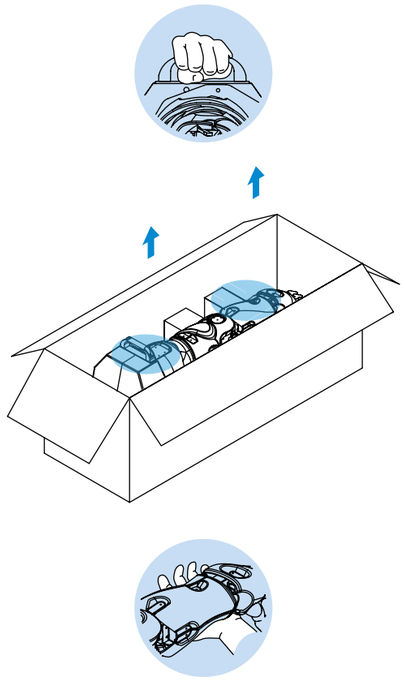

Рисунок 11.
3. Аккуратно достать манипулятор из ложемента за указанные места (рисунок 11)